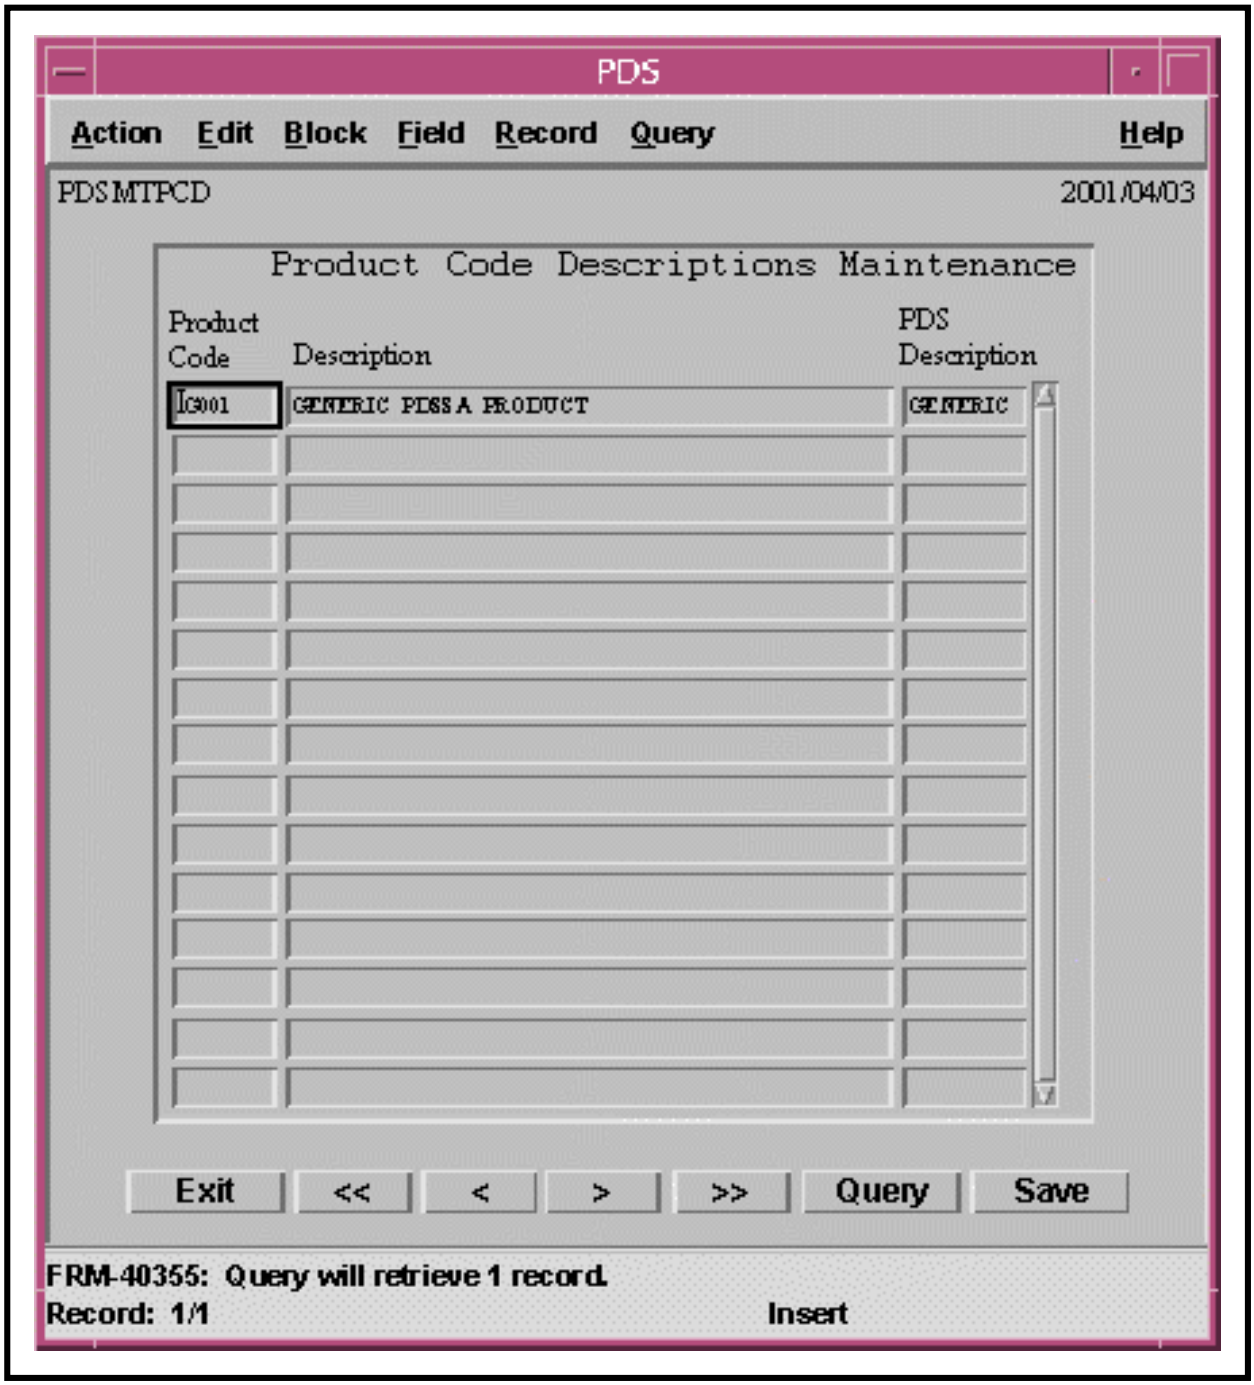

Figure 121. Product Code Descriptions Maintenance Form Displaying Product Code
- Product codes are displayed on the **Product Code Descriptions Maintenance Form** (Figure 121).
- The following types of data are displayed on the **Product Code Descriptions Maintenance Form** (Figure 121):
4 Observe the data displayed on the **Product Code Descriptions Maintenance Form** (Figure 121) to determine whether the relevant product code has the appropriate value.